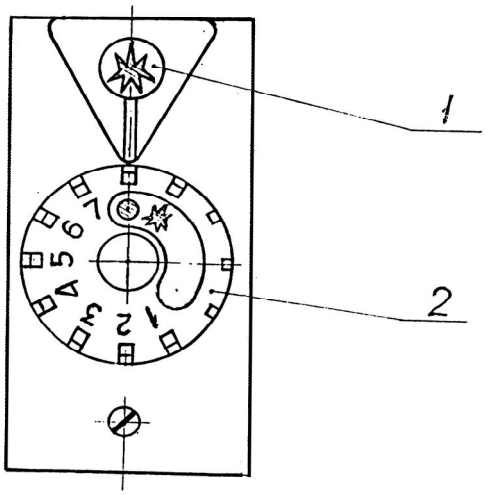

Рисунок 4
7.1 Включення апарата (див. рис. 4) виконуйте в такій послідовності: